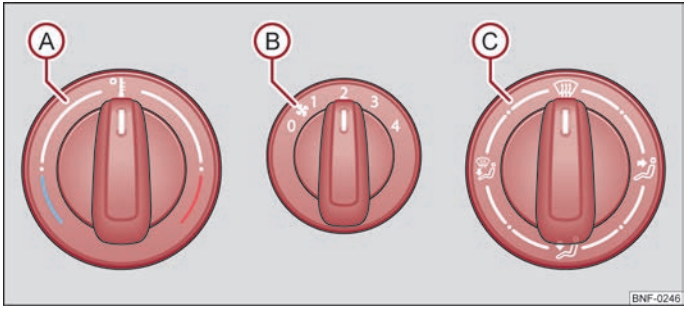

Fig. 55 Heating: Control elements
– Turn the control dial Ⓐ ⇒ Fig. 55 to the right in order to increase the temperature.
- Control elements Ⓐ, Ⓑ, Ⓒ ⇒ Fig. 55.